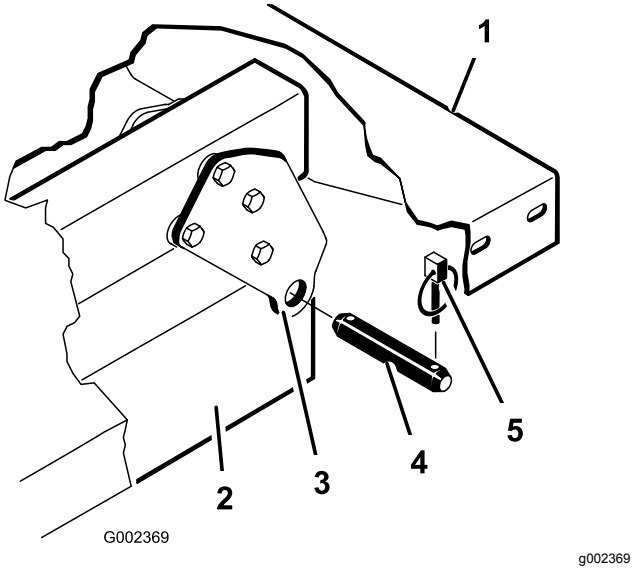

Figur 4
5. Ta bort sprintbultarna som håller cylinderstavsändarna vid flakets fästplatta genom att trycka bultarna mot insidan (Figur 4).
6. Ta bort hjulsprintarna och sprintbultarna som håller fast tappfästena vid ramens kanaler (Figur 4).